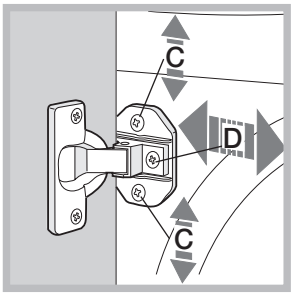

Abb. 7
- Drehen Sie die Schrauben **C** und **D** wie in *abb. 7* angegeben, um die Position des Holzpaneels in vertikaler und horizontaler Richtung einzustellen.